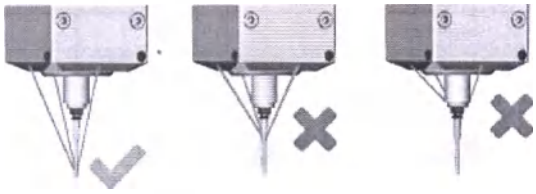

РИС. 37 – ПРАВИЛЬНЫЙ СПРЭЙ ОХЛАЖДАЮЩЕЙ ЖИДКОСТИ (СЛЕВА) И СПРЕЙ С НЕДОСТАТОЧНЫМ ДАВЛЕНИЕМ (СЕРЕДИНА, ПРАВО)
19. Дождитесь выхода воздуха их спрея охлаждающей жидкости и попадания всех форсунок на кончик инструмента (· Рис. 37 – ниже). Это может занять несколько минут.